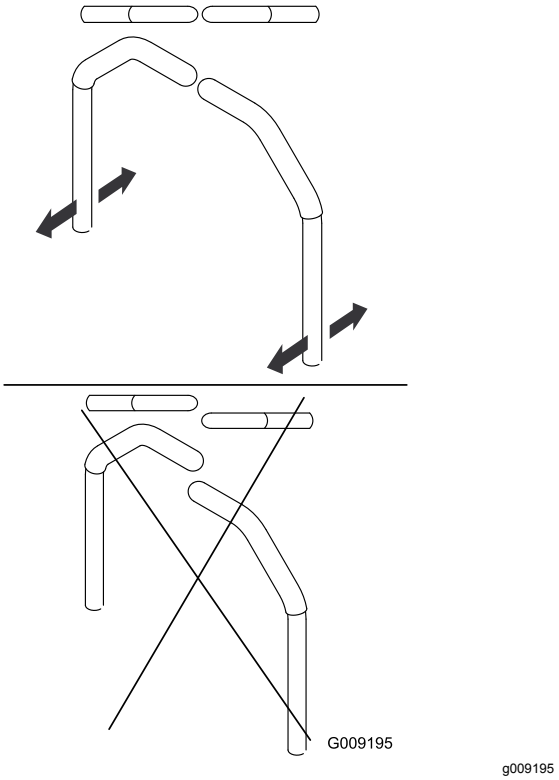

**Рисунок 60**
3. Отрегулируйте продольное положение рукояток, установив их вместе в нейтральное положение и выровняв по горизонтали (Рисунок 60).